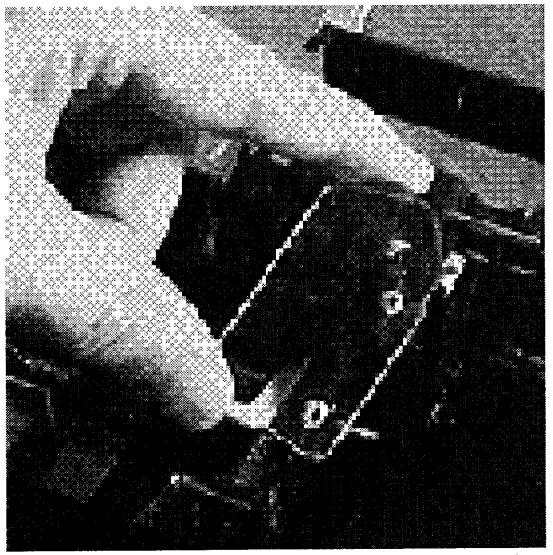

Рис. 4-51 **Приспособление для регулировки зазора головки**
2. Снимите печатающую головку с узла каретки. Вставьте в каретку приспособление для регулировки зазора печатающей головки. Установите его так, как показано на рис. 4-51, чтобы угловатый край был направлен к тракту бумаги, а отверстия - к нижней части.